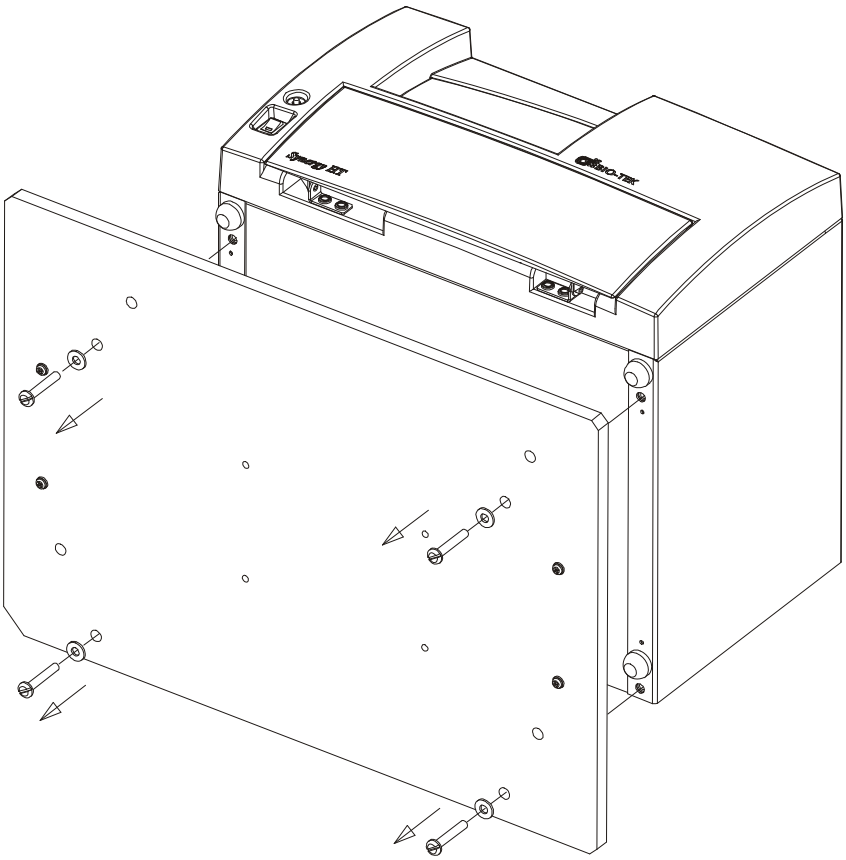

Figure 2: Removing the shipping panel
2. Using a slotted screwdriver, remove the four screws and washers attaching the shipping panel to the bottom of the reader. See ***Figure 2*** on the next page.